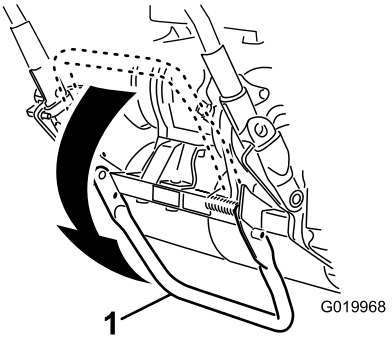

**Figur 9**
1. Tryck ned stödet med foten **mitt på stödet** och dra upp maskinens handtag tills stödet har vridits framåt, över mitten (Figur 9).